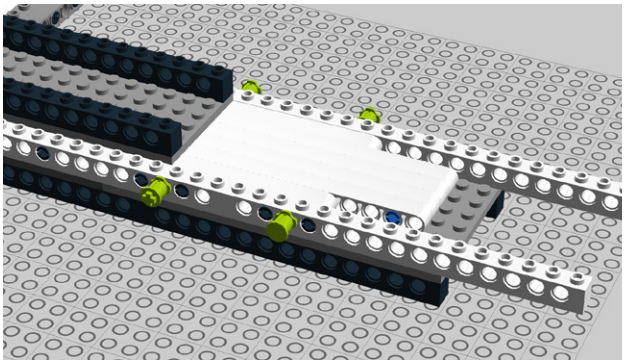

Figure 8-57. *Step 52: Securing the beam assembly with two 10M cross axles and bushes*
52. Secure the Technic beam assembly with a pair of 10M cross axles and bushes (Figure 8-57).